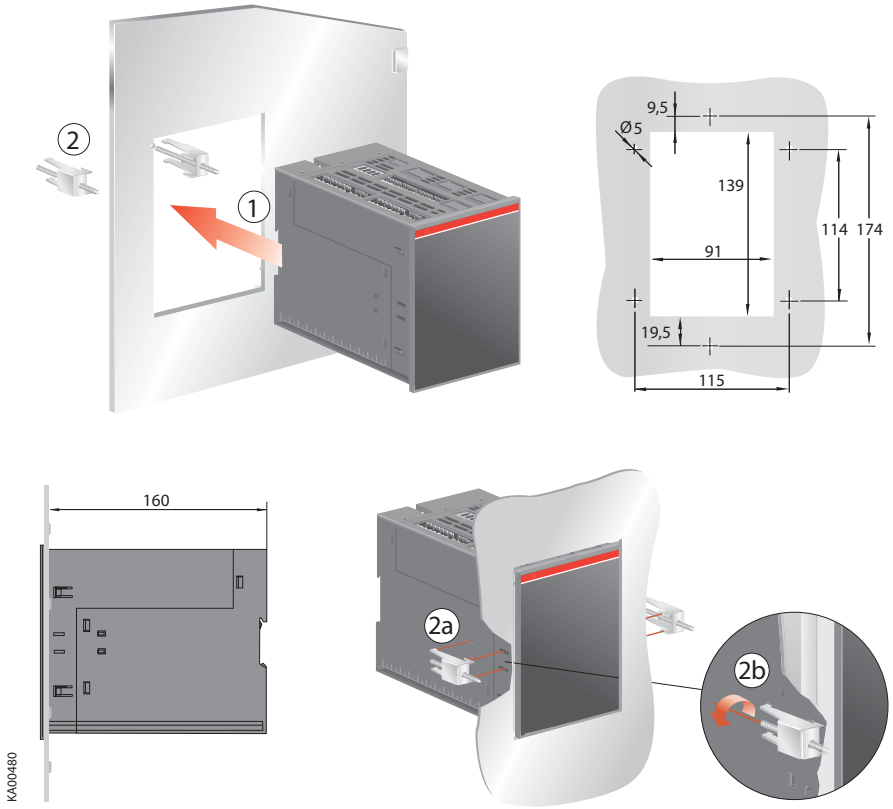

Рисунок 5.3 Блок АВР ATS021 с креплением на двери
Блок АВР ATS021 может быть установлен на дверь с помощью защёлок, смотри рисунок 5.3 /① и ②